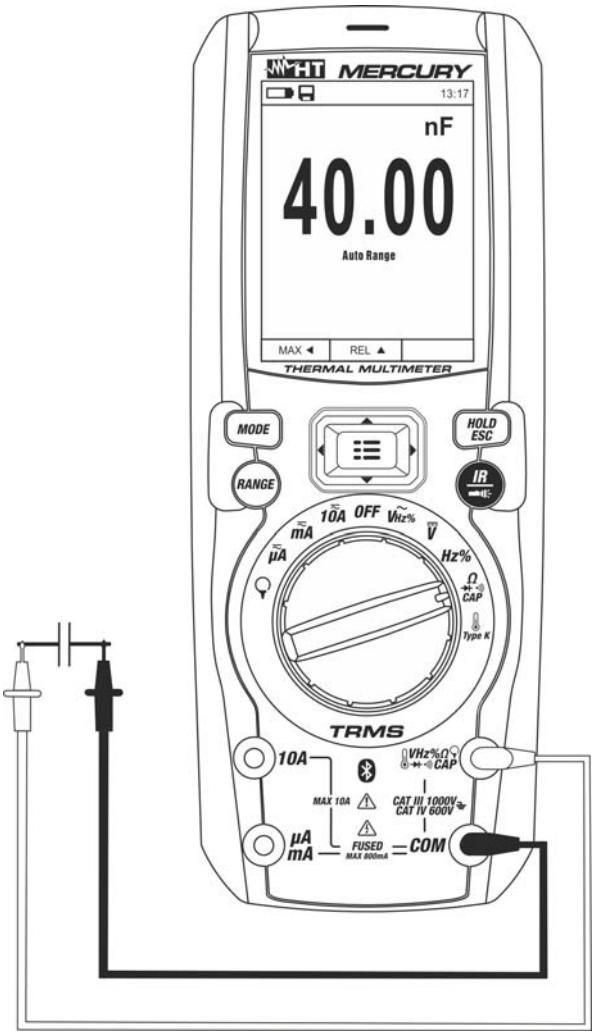

Fig. 26: Uso dello strumento per misura di Capacità
5. Posizionare i puntali ai capi della capacità in esame rispettando eventualmente le polarità positive (cavo rosso) e negative (cavo nero) (vedere Fig. 26). Il valore è mostrato a display. **In funzione della capacità, lo strumento potrebbe impiegare diversi secondi prima di visualizzare il valore finale corretto**. La barra grafica non è attiva in questa funzione